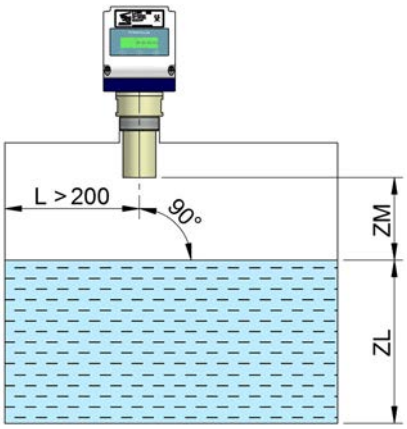

Fig. 1
La distancia mínima a la pared del recipiente debe ser como mínimo de 200 mm evitando que el sensor quede centrado en el eje del depósito, especialmente en los casos con agitación o formación de conos de vaciado (Fig. 1).
La zona muerta (ZM) es aquella zona próxima al transductor, donde el aparato no es capaz de efectuar una medición (Fig. 1).